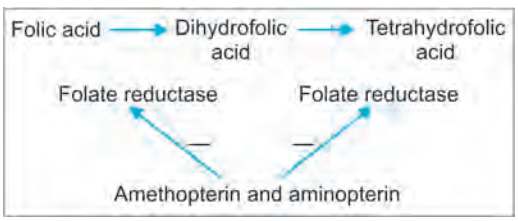

Fig. 2.11: Action of amethopterin and aminopterin.
- Amethopterin and aminopterin are antifolic compounds having structural similarity with folic acid **(Fig. 2.11)**.